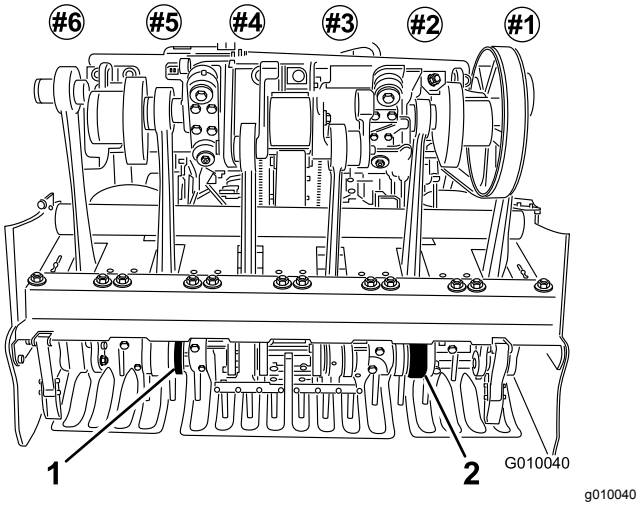

Figur 27
6. Monter tines på nummer 2 og 5 tineholder (Figur 27) Stram boltene.